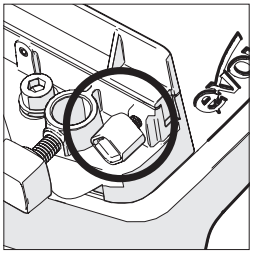

Abb. 5
- Lösen Sie die Verriegelungsschraube. **(Abb. 5)**